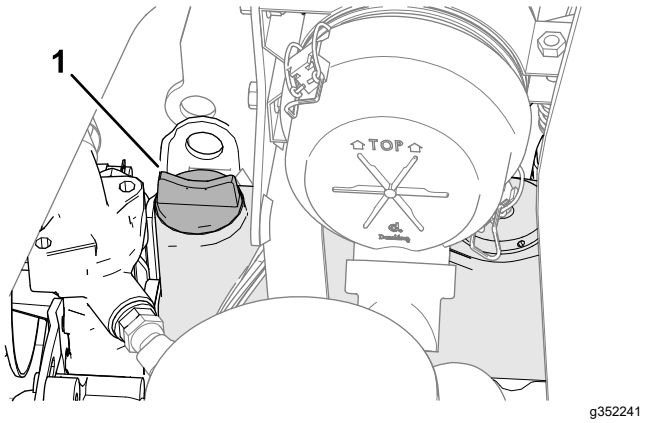

Figuur 62
5. Als het oliepeil te laag is, verwijdert u de vuldop (Figuur 62) en vult u bij met kleine hoeveelheden olie totdat het oliepeil de Vol-markering op de peilstok bereikt. Vul de olie langzaam bij en controleer daarbij veelvuldig het peil.